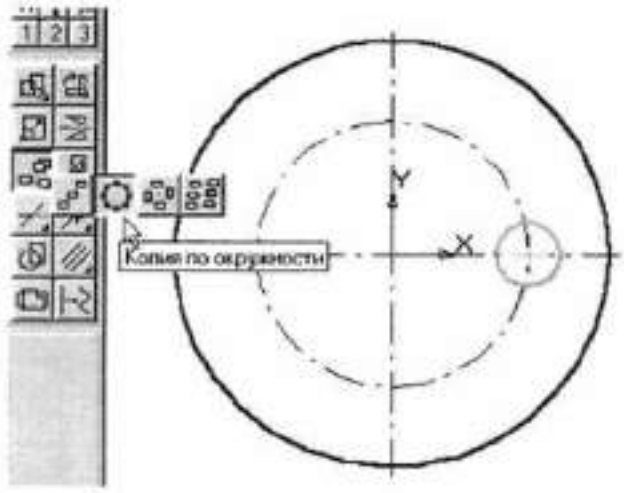

Рис. 113
4. Включите панель ***Редактирования***. Воспользуйтесь панелью расширенных команд кнопки ***Копирование*** и активизируйте команду ***Копия по окружности***, рис. 113